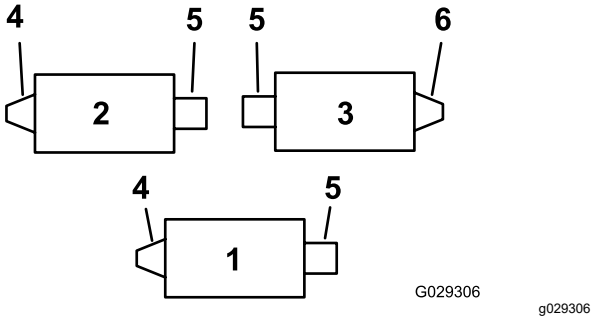
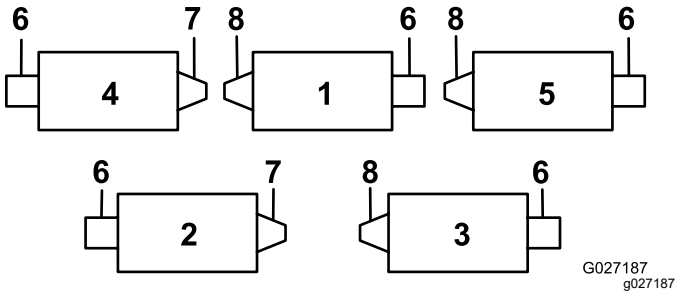
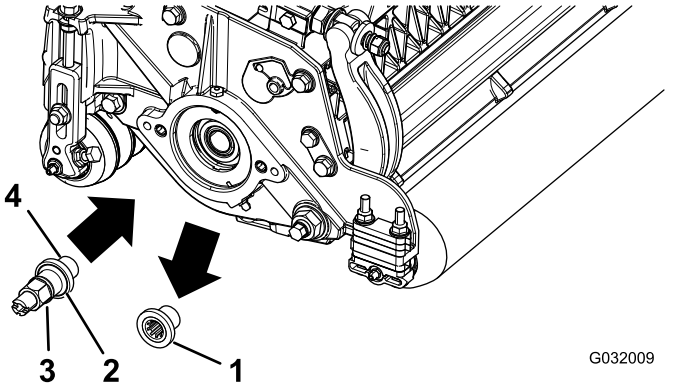

Figura 1
Figura 2
Figura 3
Utilizzate Figura 1 per determinare la posizione delle spazzole per rullo e dei motori dei cilindri per una macchina Reelmaster 3100-D e Figura 2 per una macchina Reelmaster 7000-D.
2. Rimuovete l'inserto filettato dell'apparato di taglio per la trasmissione della spazzola per rullo posteriore (Figura 1 e Figura 2) ed eliminatelo (Figura 3).
Nota: Gli inserti sinistrorsi sono presenti sugli apparati di taglio 1 e 2 Reelmaster 3100 (Figura 1) e sugli apparati di taglio 1, 3 e 5 Reelmaster 7000 (Figura 2).
4. Applicate un composto frenafiletti sulle filettature dell'albero di trasmissione (Figura 3) e montate l'albero di trasmissione, serrandolo a 115–128 N·m.
Nota: Le trasmissioni destrorse sono presenti sull'apparato di taglio 3 Reelmaster 3100 (Figura 1) e sugli apparati di taglio 2 e 4 Reelmaster 7000 (Figura 2).
Per le trasmissioni delle spazzole per rullo posteriore di destra (Figura 1 e Figura 2), invertite il gruppo puleggia tendicinghia per il montaggio sull'estremità **destra** dell'apparato di taglio (Figura 6), come segue: